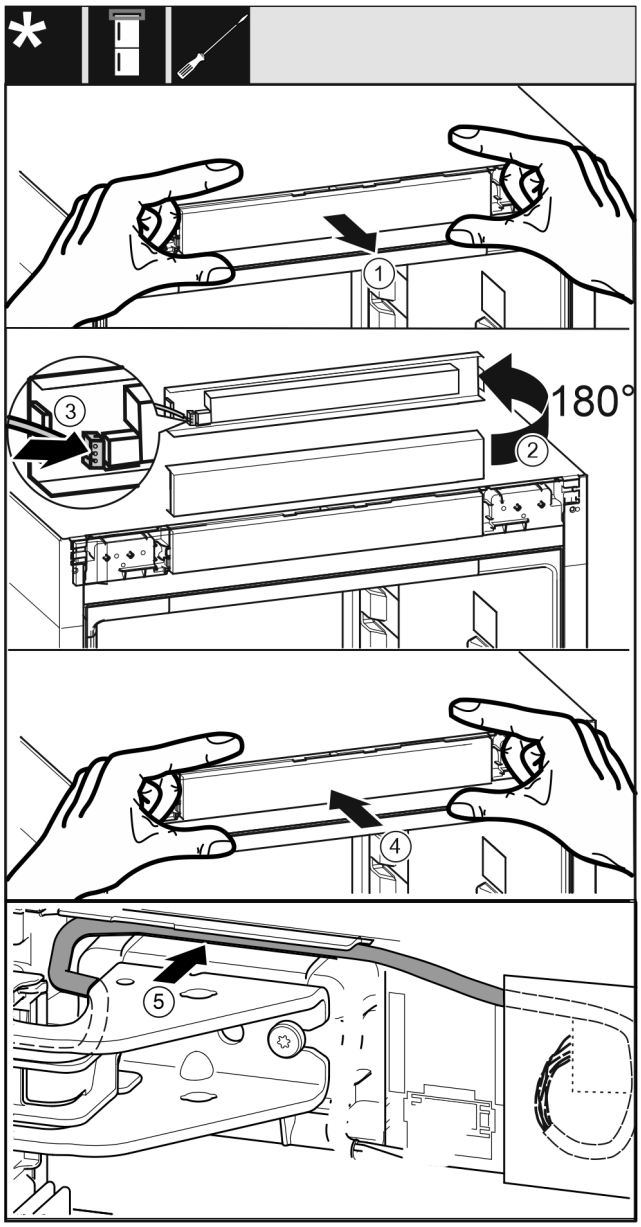

Fig. 62
- ▶ Opatrně vyjměte panel *Fig. 62 (1)*.
▶ Panel *Fig. 62 (2)* otočte nahoru o 180°.
▶ Zástrčka *Fig. 62 (3)* zacvakne do panelu.
▶ Nasaďte panel *Fig. 62 (4)* zpět na spotřebič.
▶ Kabel *Fig. 62 (5)* opatrně položte ve vedení nad horním stojanem ložiska.